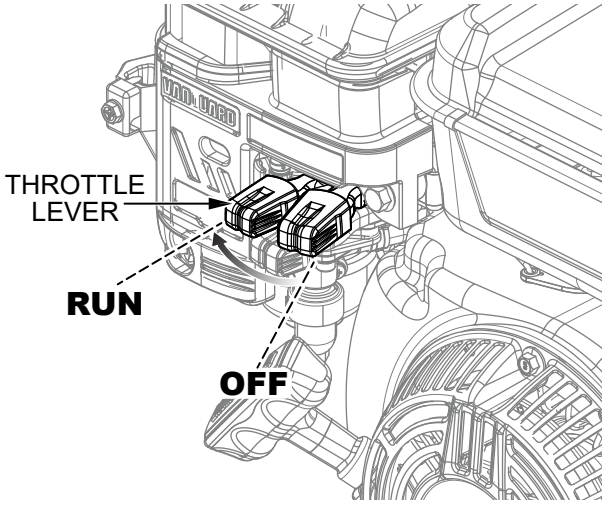

Figure 37. Engine Throttle Lever (Run)
2. Make sure the engine throttle lever (Figure 37) is in the **RUN** position.